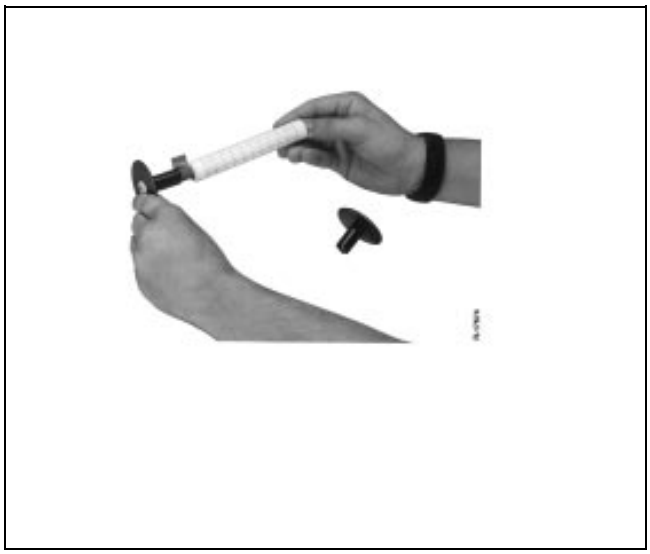

Fig. 11 Withdrawing chart from take-up roll
(see Fig. 11)
2. Hold chart as shown in Fig. 11 and remove from axis.